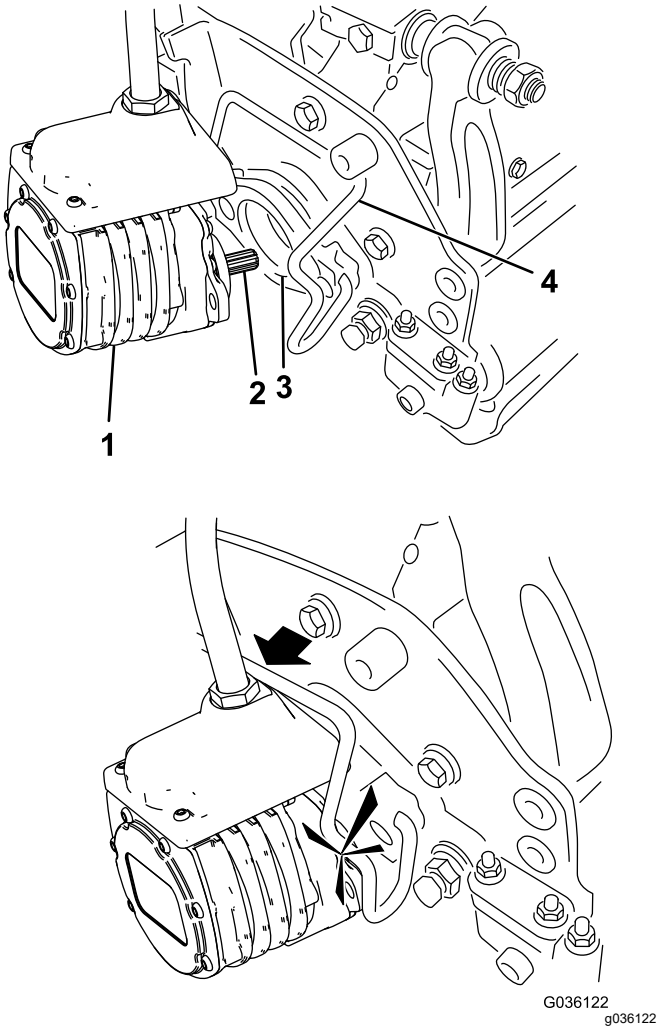

Figuur 55
6. Smeer schoon vet op de sleufas van de motor van de maai-eenheid (Figuur 55).
7. Steek de motor in de linkerkant van de maai-eenheid (gezien vanuit de bestuurdersstoel) en trek de motorbevestigingsstang op de maai-eenheid in de richting van de motor totdat u aan beide kanten een klik hoort (Figuur 55).